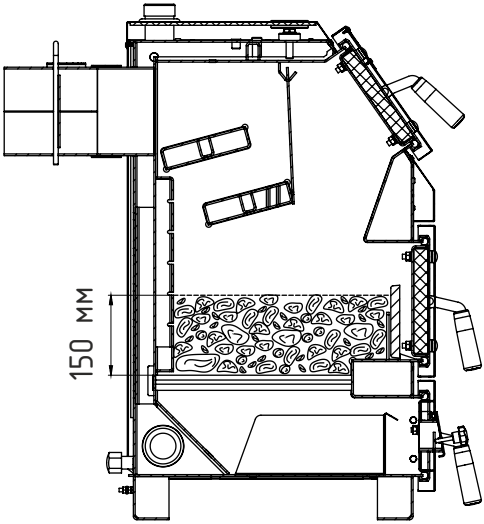

Рис.6 Заполнение котла топливом для номинального режима
8.4.3. Добавьте очередную порцию топлива, когда разгорится первый слой основного топлива. Для работы котла в номинальном режиме (рис. 6) поддерживайте слой топлива на колосниковой решетке около 150 мм. Для предотвращения выхода дыма в помещение через загрузочную дверцу при добавке основного топлива, закрывайте заслонку (поз. 15) на поддувальной дверце (поз. 16). После загрузки порции топлива откройте заслонку. При температуре теплоносителя в котле и системе менее 60°С может образовываться конденсат по всей поверхности теплообменника. При прогреве теплоносителя выше 60°С конденсатообразование прекращается.
8.4.3. Добавьте очередную порцию топлива, когда разгорится первый слой основного топлива. Для работы котла в номинальном режиме (рис. 6) поддерживайте слой топлива на колосниковой решетке около 150 мм.